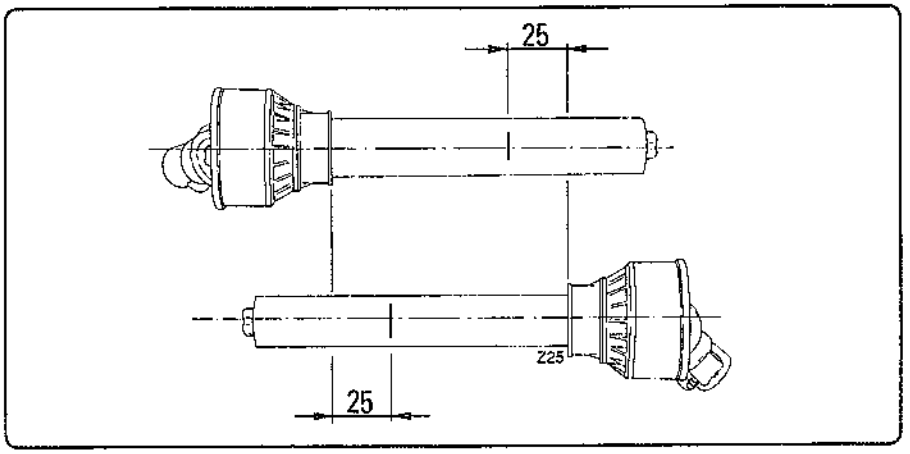

fig. 4.3.1
- Faire une marque au feutre à l'endroit où les deux demi-arbres doivent être raccourcis, en mesurant 25 mm du début de chaque demi-arbre, voir fig. 4.3.1.
- *Mit einem Faserstift anzeichnen, wo die beiden Wellenhälften durchzusägen sind. Dazu wie in Abb. 4.3.1 gezeigt 25 mm vom Beginn jeder Wellenhälfte messen.*